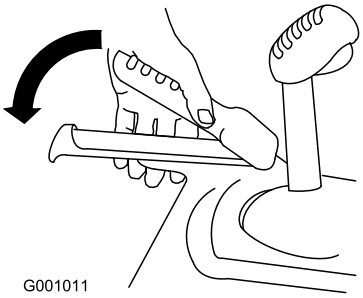

Рисунок 14
3. Прижмите левый рычаг (тяги) к рукоятке (Рисунок 14).
6. Прижмите левый рычаг (тяги) к рукоятке (Рисунок 14).